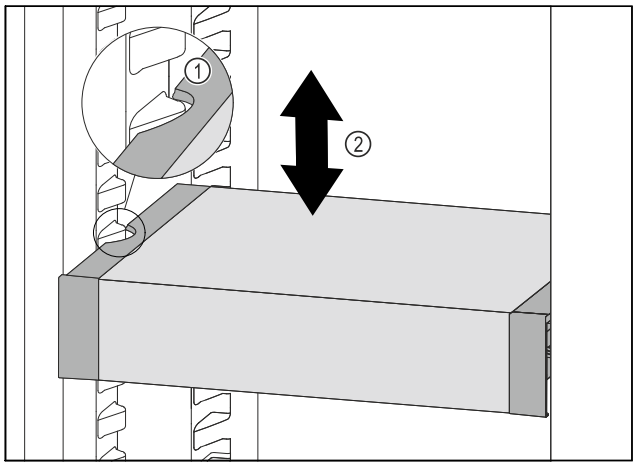

Fig. 177
- ▶ Pavelciet VarioSafe uz priekšu, līdz VarioSafe sānu padziļinājumi atrodas tvertnes ribas augstumā ledusskapja nodalījumā. *Fig. 177 (1)*
- ▶ Pārvietojiet VarioSafe ledusskapja nodalījumā uz augšu vai uz leju, līdz ir sasniegts vajadzīgais augstums. *Fig. 177 (2)*